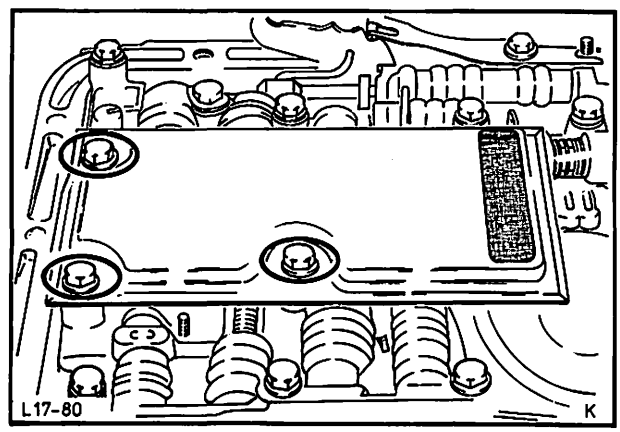

Abb. 114 Ölsieb montieren
4. Servokolben in das Gehäuse einsetzen und Deckel mit neuer Dichtung anbauen. Ölsieb mit neuer Dichtung montieren. Abb. 114.